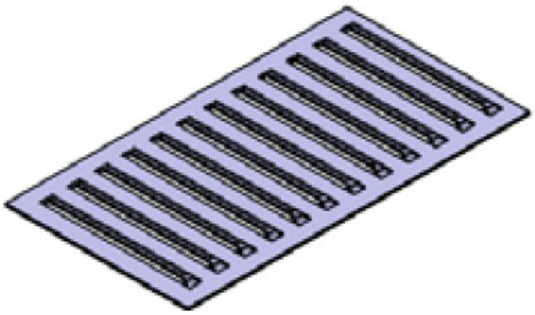

Figure 15-152 *Pattern of the louver feature*
5. Choose the **OK** button; the pattern of the louver feature is created, as shown in Figure 15-152.